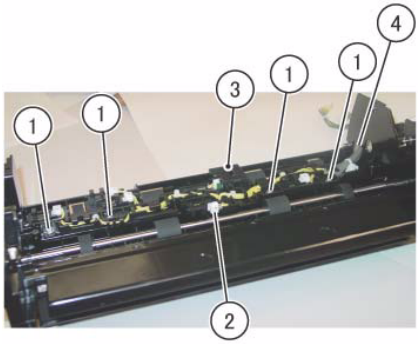

Figure 1 Remove the Sensor Bracket
12. Remove the Sensor Bracket. (Figure 1)